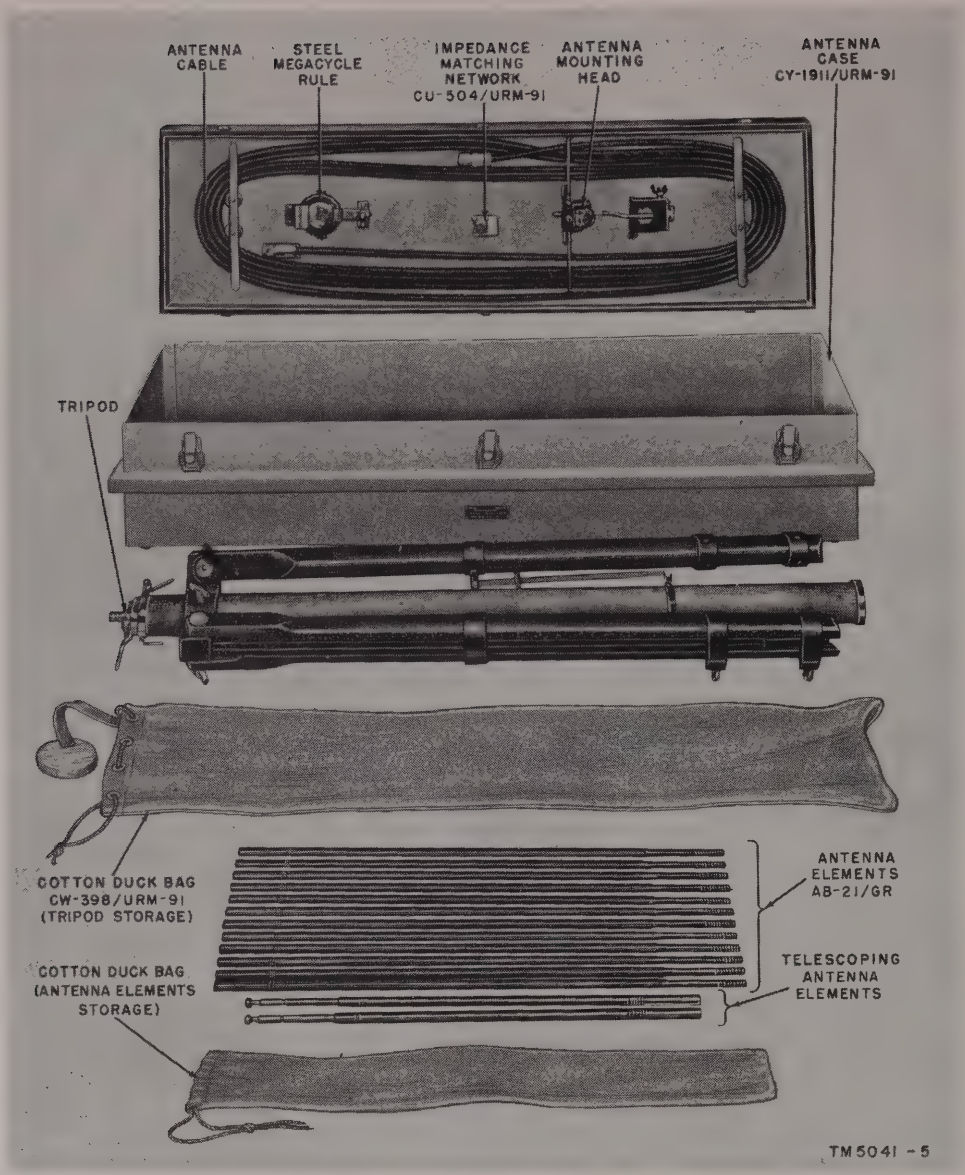

Figure 5. Antenna AS–802/URM–91 and accessories.
c. Antenna AS–802/URM–91 (fig. 5) is a tripod-mounted dipole. The dipole length is adjustable, so that it may be tuned within the frequency range of the receiver. A mounting head permits rotating the dipole in the horizontal and vertical planes, to allow orientation for transmitter direction and signal polarization. All parts of the antenna are packed in a metal case.
a. After selecting the antenna site, open the antenna case (fig. 5) by releasing the six trunk latches. Unfasten the web straps and remove the tripod.
d. Remove the antenna elements from their protective bag and remove the steel megacycle rule (fig. 5) from its storage clamp.